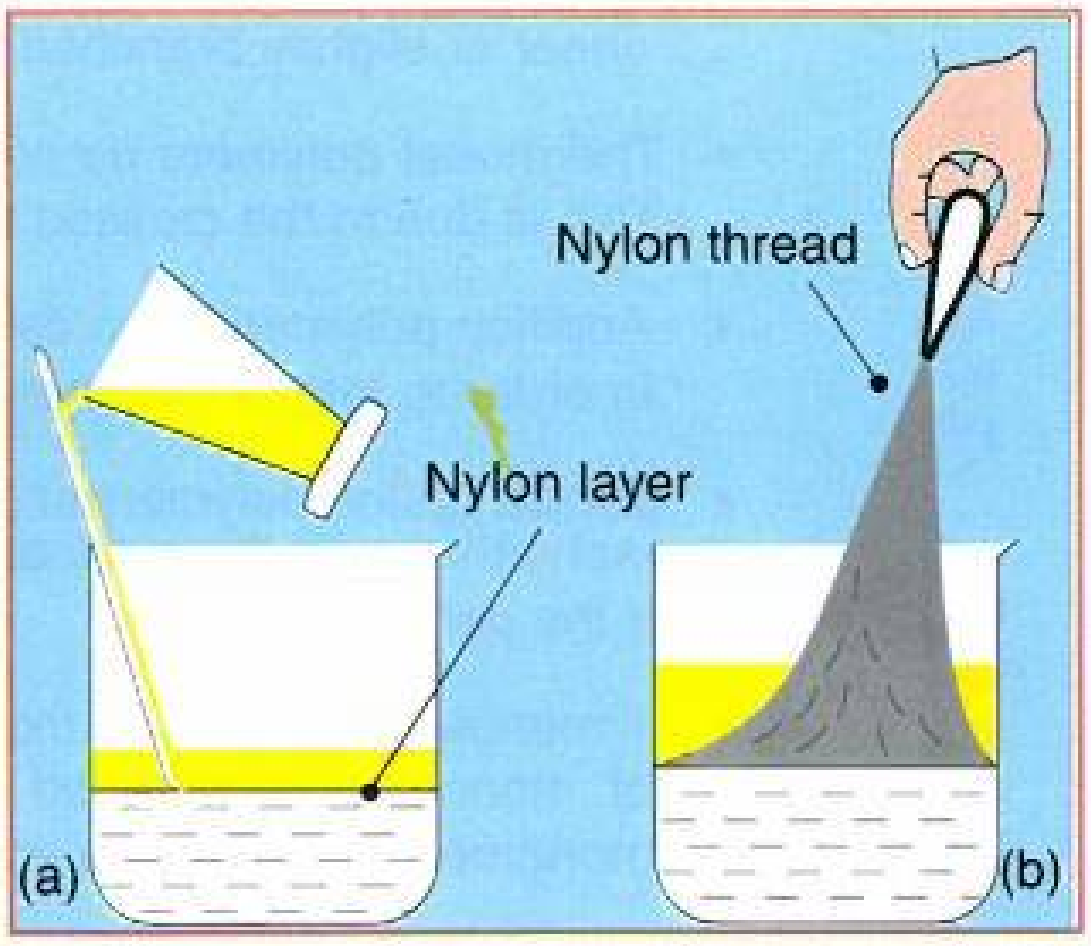

Figure 13.22
- Add slightly (using the glass rod) the solution of hexamethylenediammine, in order to leave the two solutions separated (Fig. 13.22).
- Using the metallic pincer, take away the nylon fiber and try to roll it on the glass rod (Fig. 13.22).